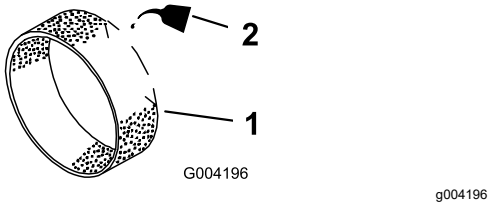

Rysunek 41
3. Nasącz filtr wstępny za pomocą ok. 3–6 cm³ oleju (Rysunek 41).